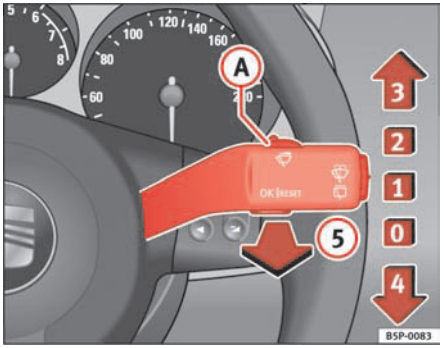

Fig. 83 Windscreen wiper and windscreen wash lever
The windscreen wiper lever ⇒ fig. 83 has the following positions:
- The next speed down will automatically be selected if speed (2) ⇒ page 117, fig. 83 or (3) is selected when the vehicle stops. The set speed will be resumed when the vehicle starts again.